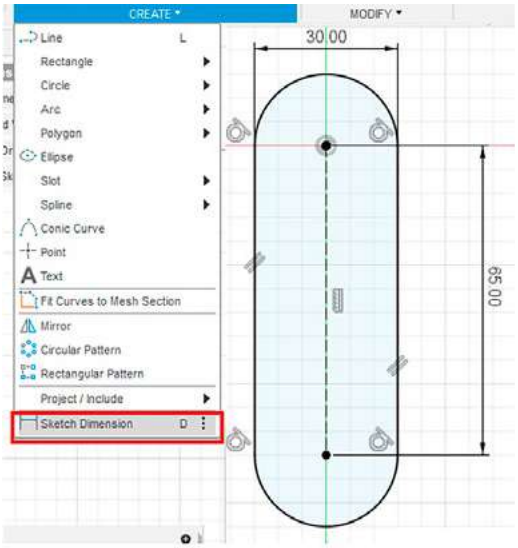

Рис. 4
2.3. Укажите размеры. Воспользуйтесь инструментом SKETCH DIMENSIONS вкладке CREATE (рис. 4).